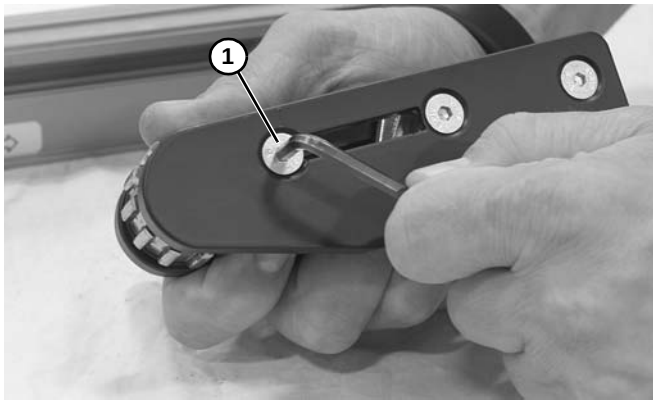

Abbildung 63
3. Befestigungsschrauben **(Abbildung 63, Teil 1)** abnehmen.